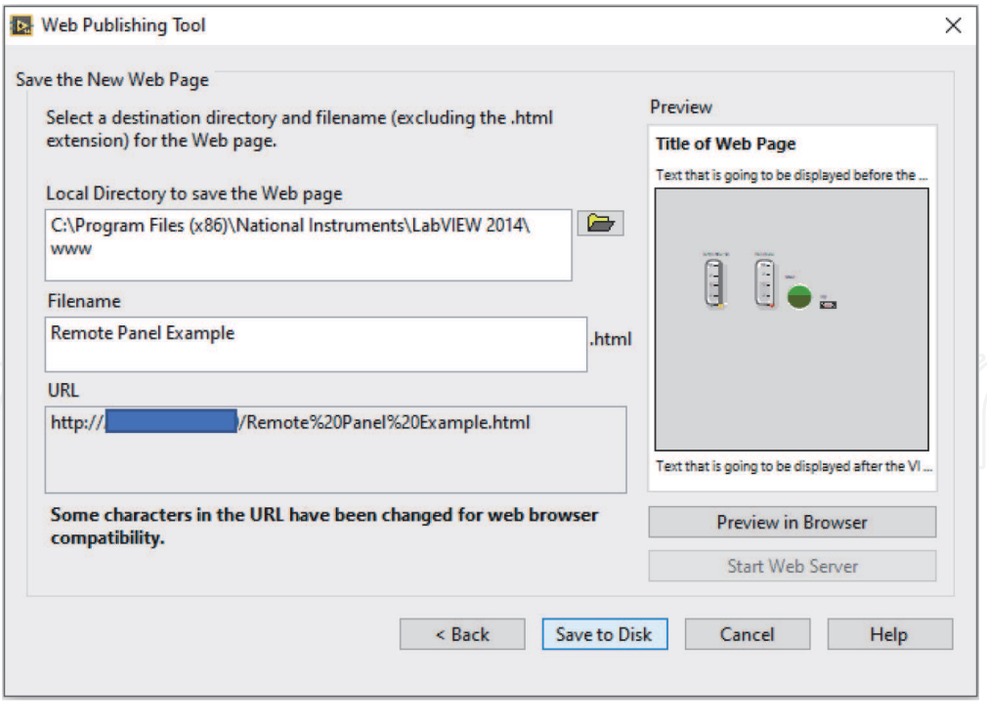

Figure 25.
10. Under the **Save the New Web Page** section, select where to save the HTML file and choose the file name and press **Save to Disk** button (**Figure 25**).